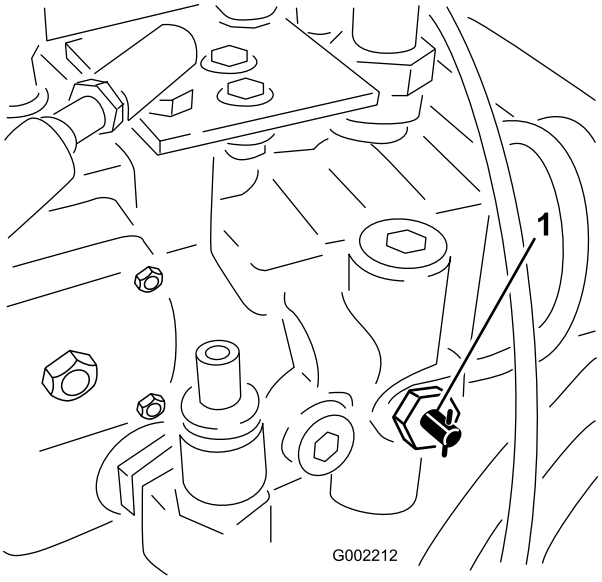

Figure 25
1. Rotate the tow valve (Figure 25) 90 degrees in either direction to open it.